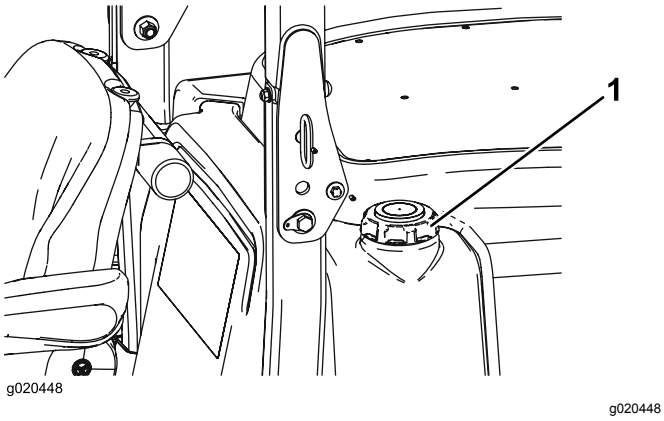

Figuur 13
3. Verwijder de dop van de brandstoftank (Figuur 13).